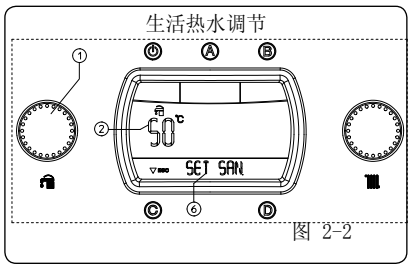

图 2-2
• 夏季（）：在该运行模式下，锅炉只加热生活用水，使用选择开关（1）设定温度，显示屏上的指示器（2）可显示相关温度，同时显示“设置生活用水温度”标识（图2-2）。顺时针旋转选择开关（1）可升高温度，逆时针旋转则降低温度。